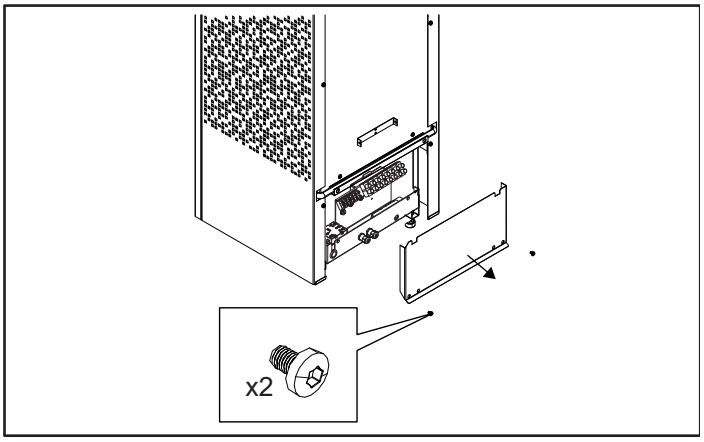

Rysunek 8. Otwórz klapy przednią
2. Wykręć wkręty i otwórz klapy przednią, rysunek 8.
6. Wsuń szufladę, a następnie załóż klapy przednią (patrz rysunek 8).